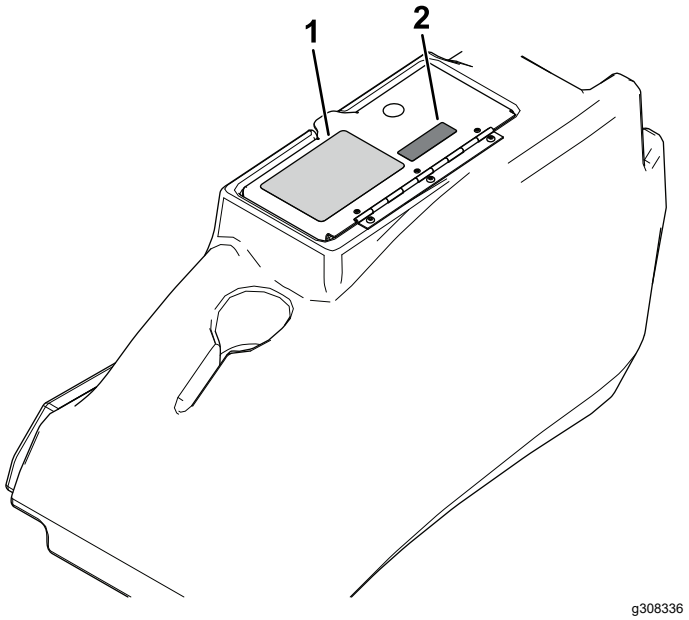

Figure 2
6. Apposez l'autocollant du capteur de pente juste à côté de l'autocollant de stabilité de la machine sur le couvercle du boîtier de rangement (Figure 2).